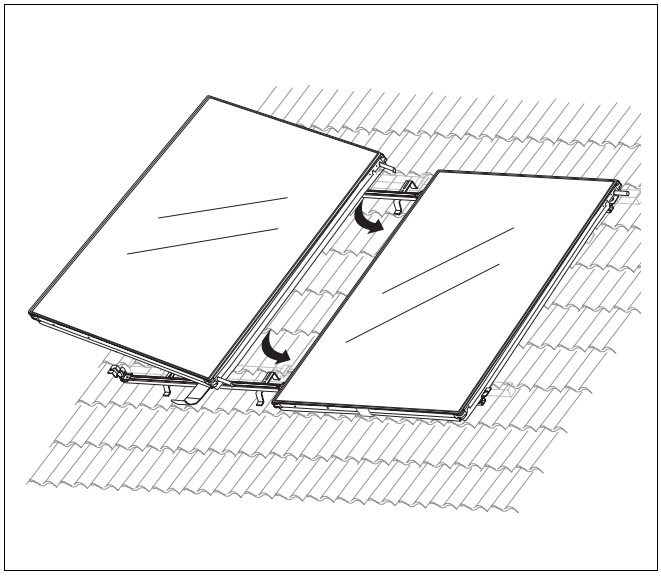

Afb. 35 Tweede collector plaatsen, veerklemringen aantrekken
- Schuif bij het plaatsen van de volgende collector de voorgemonteerde slangen op de aansluitingen van de reeds gemonteerde collector (afb. 35).